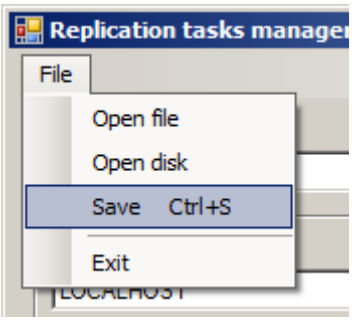

Figure 12.16-5 Saving the query file
1. Select "Save" in the "File" menu (Figure 12.16-5).